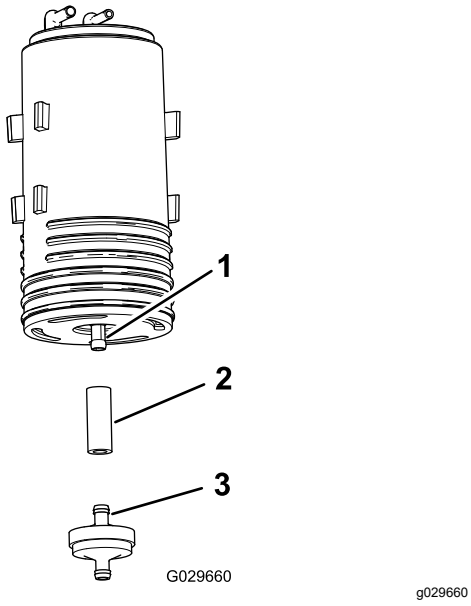

Figur 48
4. Ta bort kolkanisterfiltret och den korta slangsektionen från den nedre kopplingen på den gamla kolkanistern (Figur 48).
5. Anslut slangen till den nedre kopplingen på den nya kolkanistern (Figur 48).
6. För in det nya kolkanisterfiltrets koppling i slangen (Figur 48).